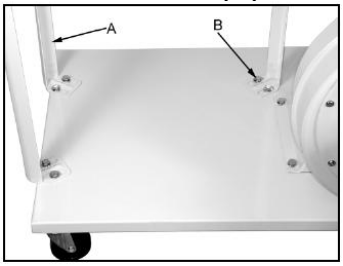

Рис. 4
Закрепите на основании 3 вертикальные ножки (A, Рис. 4) с помощью 6 винтов с цилиндрическими головками (B).